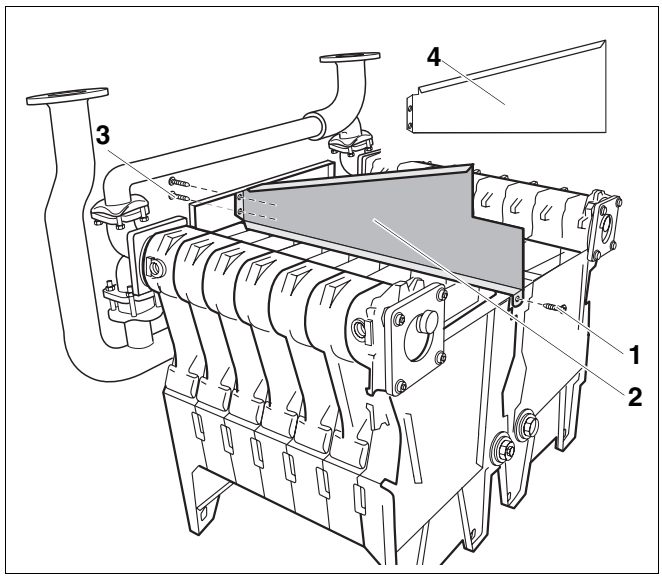

Afb. 36 Afscheidingswand monteren
De afscheidingswand van ketelgrootte 141 kW (afb. 36, **pos. 4**) heeft geen uitsparing.
- Plaats de afscheidingswand (afb. 36, **pos. 2**) en schroef hem losjes aan de voorwand met twee schroeven met vlakke kop 3,9 x 9,5 (afb. 36, **pos. 3**).
- Schroef de afscheidingswand (afb. 36, **pos. 2**) achteraan met een schroef met vlakke kop (afb. 36, **pos. 1**) losjes aan het middendeel.
- Draai alle schroeven van de afscheidingswand (afb. 36, pagina 35) vast aan.